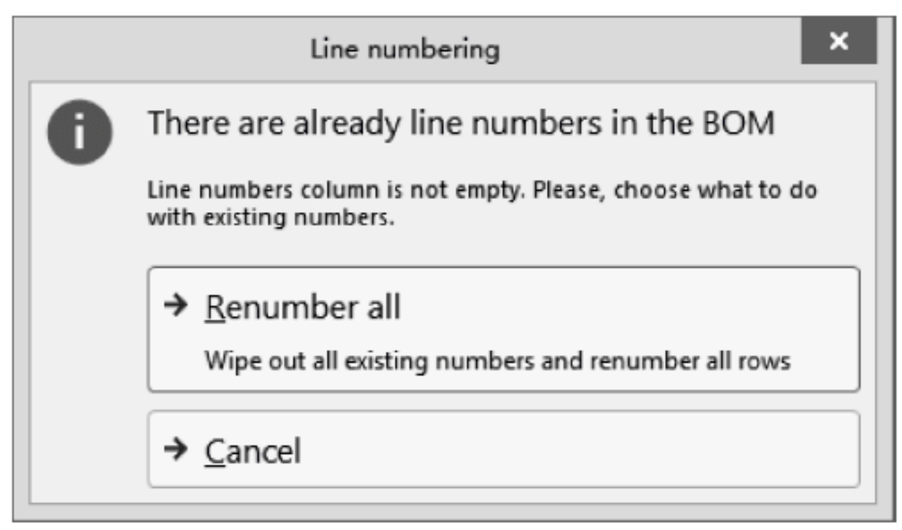

图 1-176　“行编号”对话框
- 若要重新编号或从自定义添加的编号继续编号，选择所需的条目“行号”，打开 Line # Options 对话框，在对话框中定义起始值和增量值，然后单击 Set line numbers 按钮，执行 Renumber all 命令即可完成行号的重新编号，如图 1-176 所示。